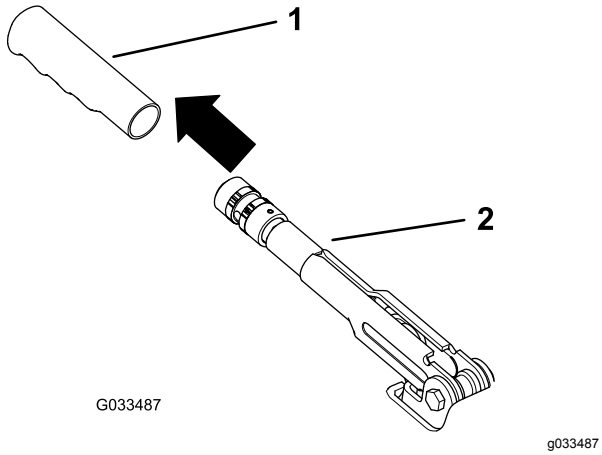

図 58
1. 駐車ブレーキレバーのゴム製グリップをはずす図 58。
5. 駐車ブレーキレバーにゴム製グリップを取り付ける図 58。